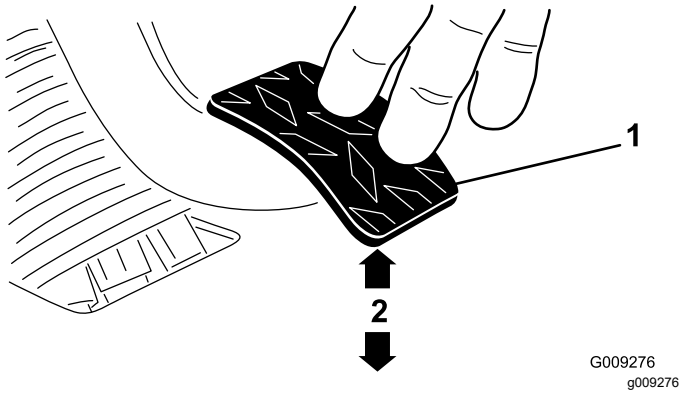

Figur 64
3. Juster kontramøtrikkerne eller kugleleddet, indtil bagsiden af koblingspedalens bagkant befinder sig 9,2 til 9,8 cm fra toppen af gulvpladens diamantmønster, når du trykker på pedalen med en kraft på 1,8 kg (Figur 64).